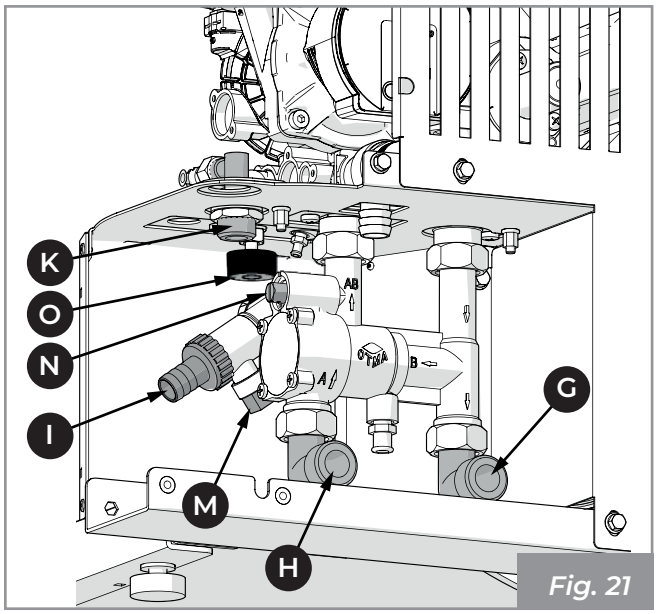
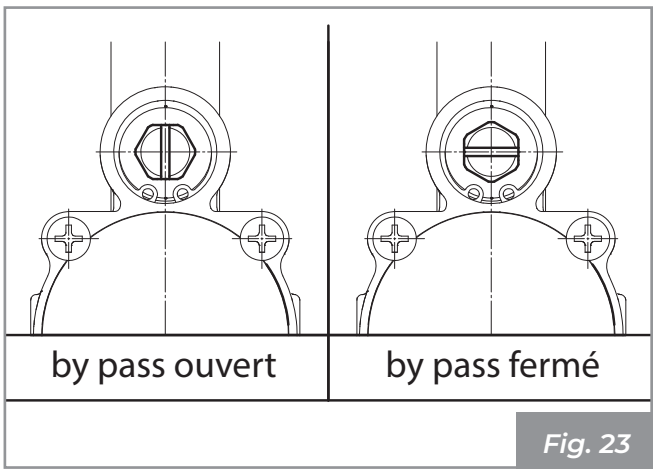

Fig. 21
Fig. 23
6.4 Modalité de chargement/ remplissage fluide installation chaudière (Fig. 21 ÷ Fig. 23)
Fermer le robinet bypass situé sur la vanne anti-condensat (**Fig. 23**).